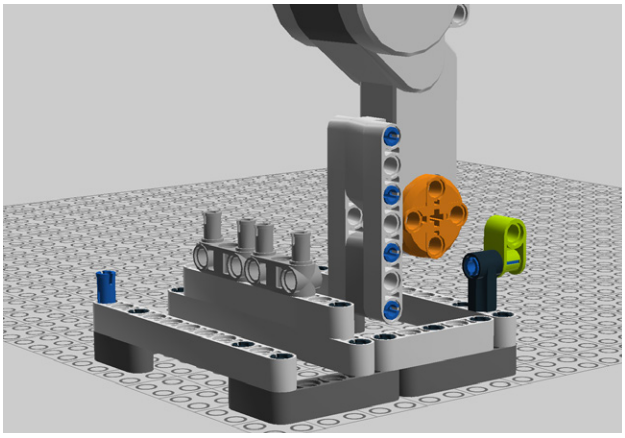

Figure 9-97. *Step 92: Adding a cross block*
92. Add a cross block (Figure 9-97).